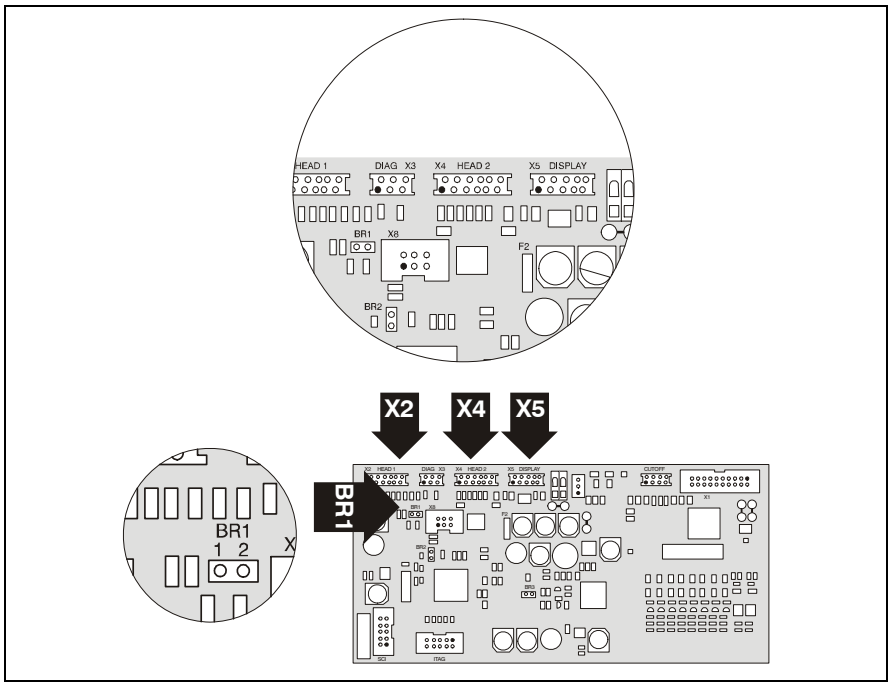

Рис. 5.25: Подключение основной платы X2, X4 и BR1
6. Выставите перемычку BR1 на основной плате. (см. Рис. 5.25)
7. Подключите модуль детекции с помощью плоского ленточного кабеля к основной плате. Клемма: X2 HEAD 2 (см. Рис. 5.25)